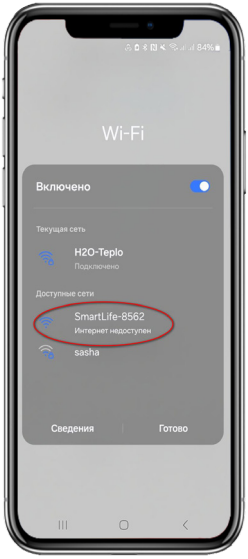

Рисунок 6.3 - Добавление устройства шаг 1
3. Включите Wi-Fi на своём телефоне, выберите сеть с именем "SmartLife-XXXX" и подключитесь к ней (рисунок 6.3).